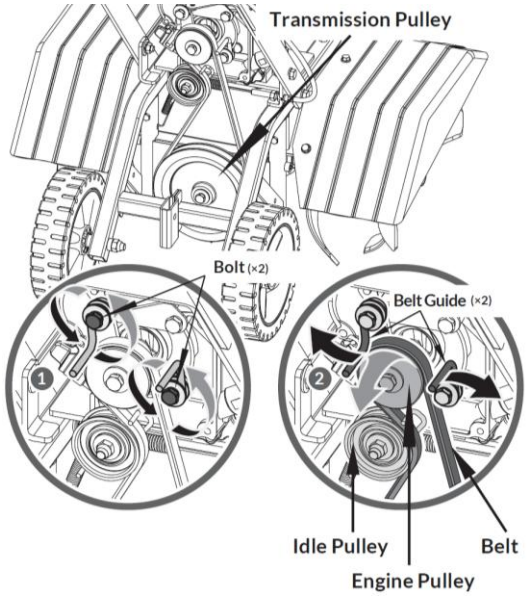

Figure 28
4. Loosen the Bolts that secure the two Belt Guides to the Engine using a 13mm Wrench and leave the Guides in place (***Figure 28***).